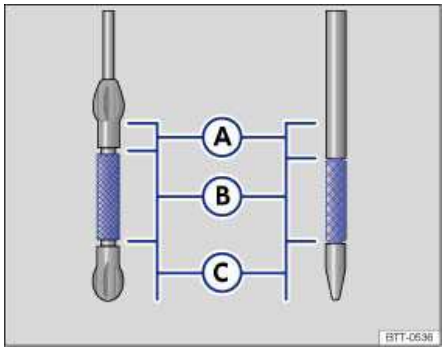

**Fig. 163** Oil dipstick with engine oil level marks.
7. Remove the dipstick again and read the oil level on the dipstick ⇒fig. 163 as described below:
13. After adding oil, the level must at least be in the center of the ⇒ fig. 163 (B) area, but never above (A) ⇒ ⓘ.